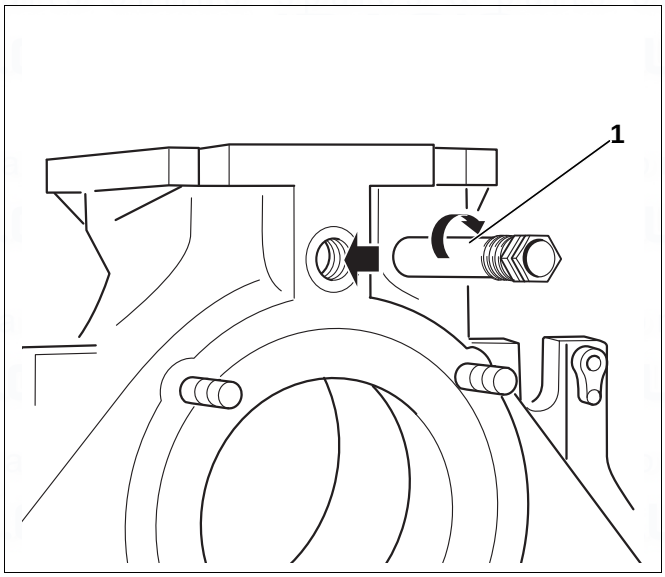

Fig. 25 Fitting the sensor well
- Seal the sensor well R ¾ from the rear of the boiler (length: 110 mm) into the R ¾ tapped hole of the flow connection (Fig. 25, [1]).